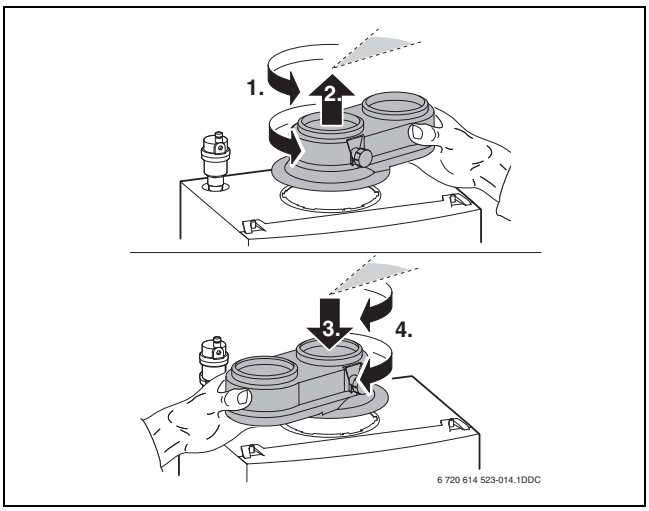

Afb. 15 Omdraaien parallelle rookgasafvoeradapter
Het cv-toestel is fabrieksmatig uitgevoerd met een parallelle rookgasafvoeradapter. Om onnodig kruisen van leidingen te voorkomen, kan deze eventueel andersom worden gemonteerd (→ afb. 15).
▶ Monteer de rookgasafvoeradapter in de gewenste positie (→ afb. 15).